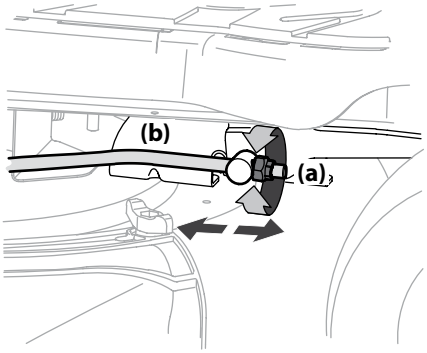

Figura 4-4
3. Ubique la tuerca de seguridad con brida (a) en el extremo frontal de la varilla de elevación de la PTO (b). Consulte la Figura 4-4.